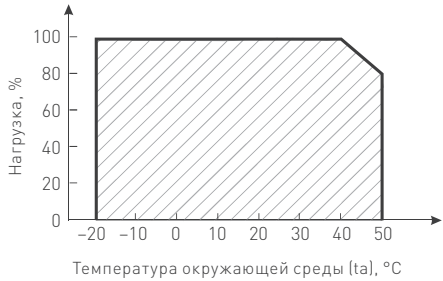

Рисунок 2.
4.3. Не нагружайте источник питания более чем на 80% от его максимальной мощности. Учитывайте, что с повышением температуры окружающей среды максимальная мощность источника питания снижается, см. график зависимости на рис. 2.